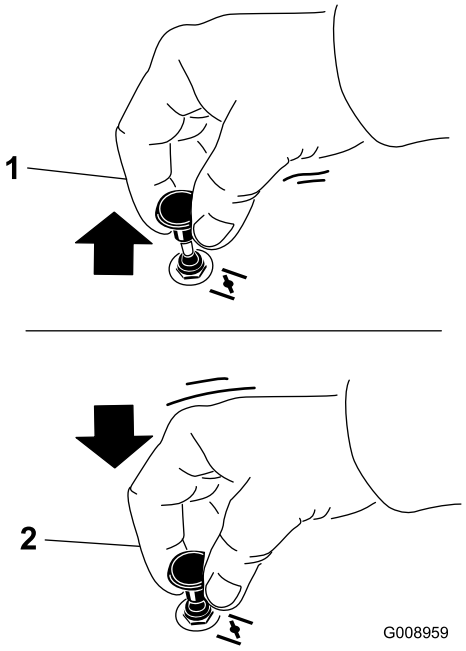

**Figur 13**
2. Træk op i chokerhåndtaget for at aktivere chokeren, før tændingskontakten tages i brug (Figur 13).
3. Tryk chokeren ned for at deaktivere chokeren, når motoren er startet (Figur 13).